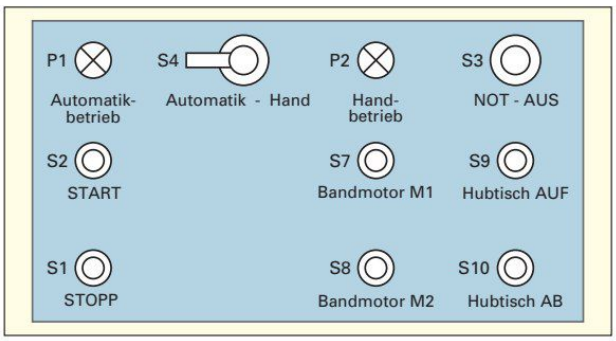

Bild 1: Bedienfeld und Betriebsmittel
Die Betriebsmittel im Bedienfeld **(Bild 1 und Bild 2)** werden für den Steuerungsablauf im Automatik- und Handbetrieb (Wahlschalter S4) benötigt.
1. Analysieren Sie die dargestellten Betriebsmittel **(Bild 2)** und ordnen Sie die eingesetzten Betriebsmittel dem Bedienfeld **Bild 1** zu. Ergänzen Sie die folgende Tabelle.